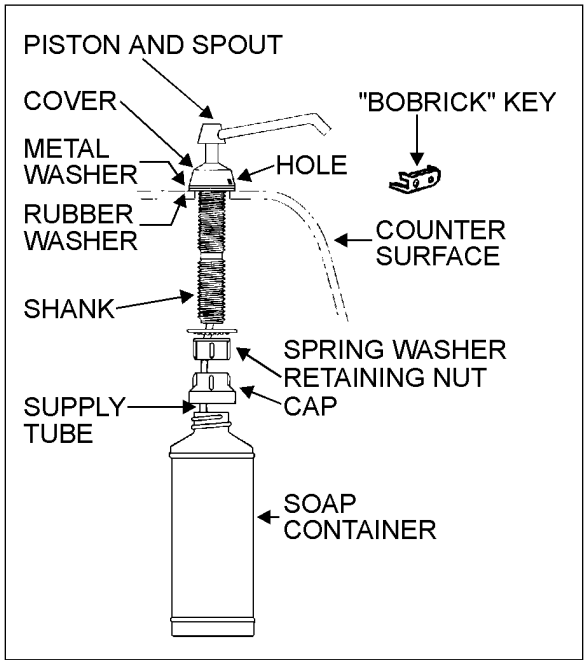

FIGURE 53: LIQUID SOAP DISPENSER 23039
2. Insert projection at end of *"BOBRICK"* key into rectangular hole in cover (Figure 53). Push straight in. While holding *"BOBRICK"* key in, turn cover counterclockwise about 1/8 turn.